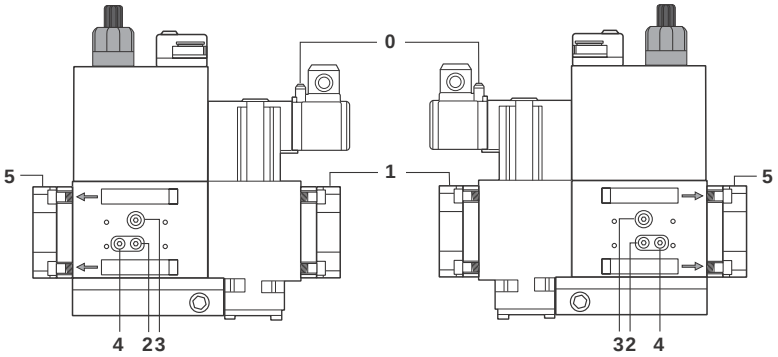
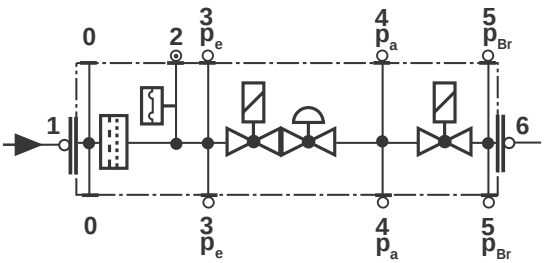

Fig. 30
Fig. 31
- Pulire o sostituire il filtro se la differenza di pressione fra i punti 1 e 2 (Fig. 30-Fig. 31) $\Delta p > 10$ mbar.